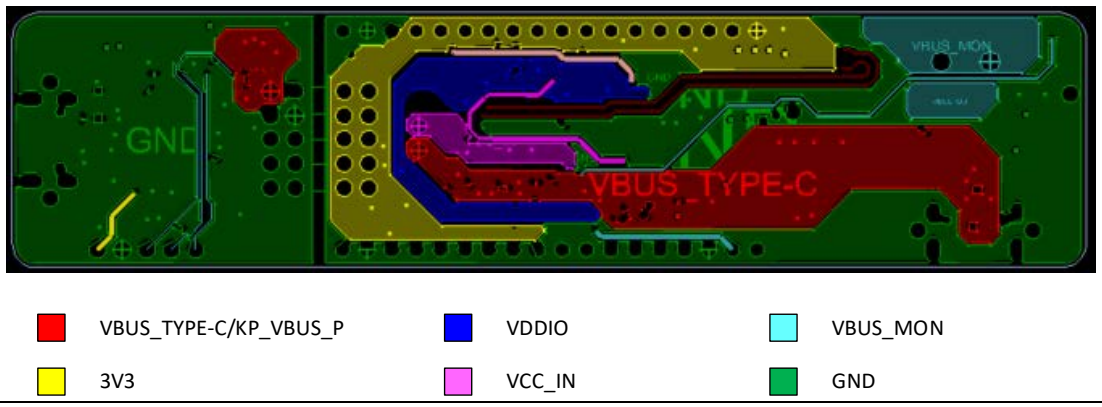

Figure 28　　パワープレーン (参考: EZ-PD™ PMG1-S1 MCU キット)
- ボードに複数の電圧が必要な場合は、電源プレーンにカットアウトを使用してください。**Figure 28** に、電源プレーンのカットアウトを示しており、さまざまな電源ドメインが異なる色でマークされます。